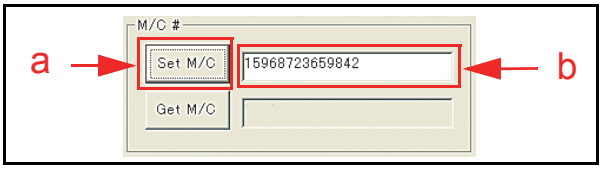

Figure 6-78 Machine Number Setting
1. Type the fourteen (14) Machine Code Number in the Text Field Window located next to the "Set M/C" Screen (See Figure 6-78 b).
2. Mouse-click on the "Set M/C" Screen Button (See Figure 6-78 b) to set the Machine Number.